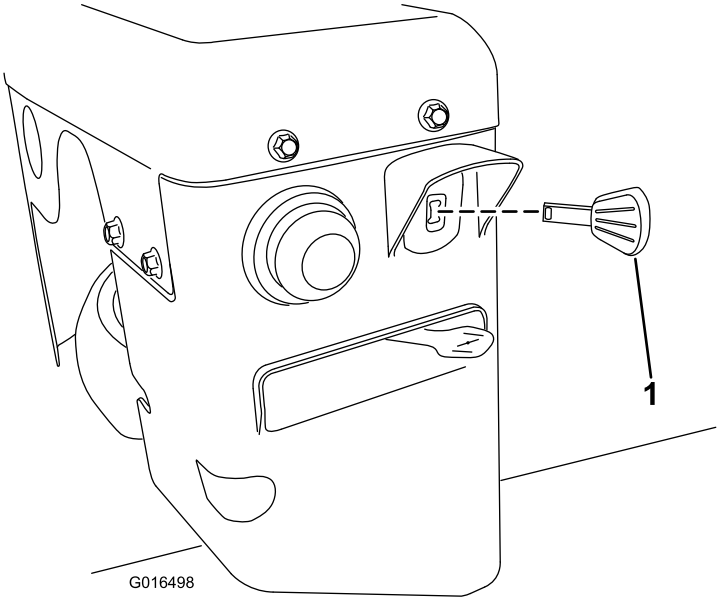

Figur 27
3. Sæt tændingsnøglen helt i (Figur 27).